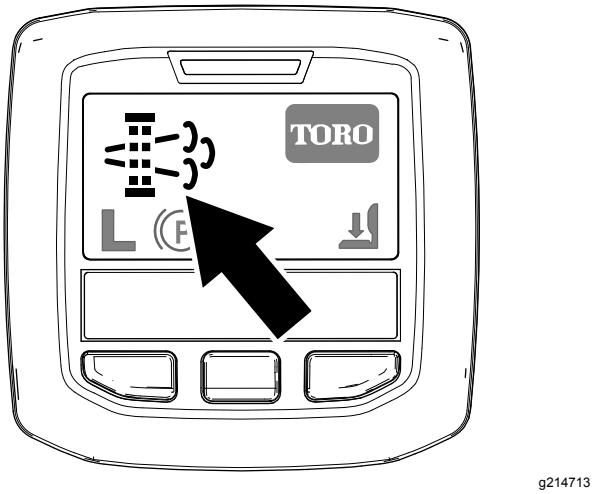

Figur 40
- Symbolen för begäran om parkerad regenerering visas i InfoCenter (Figur 40).